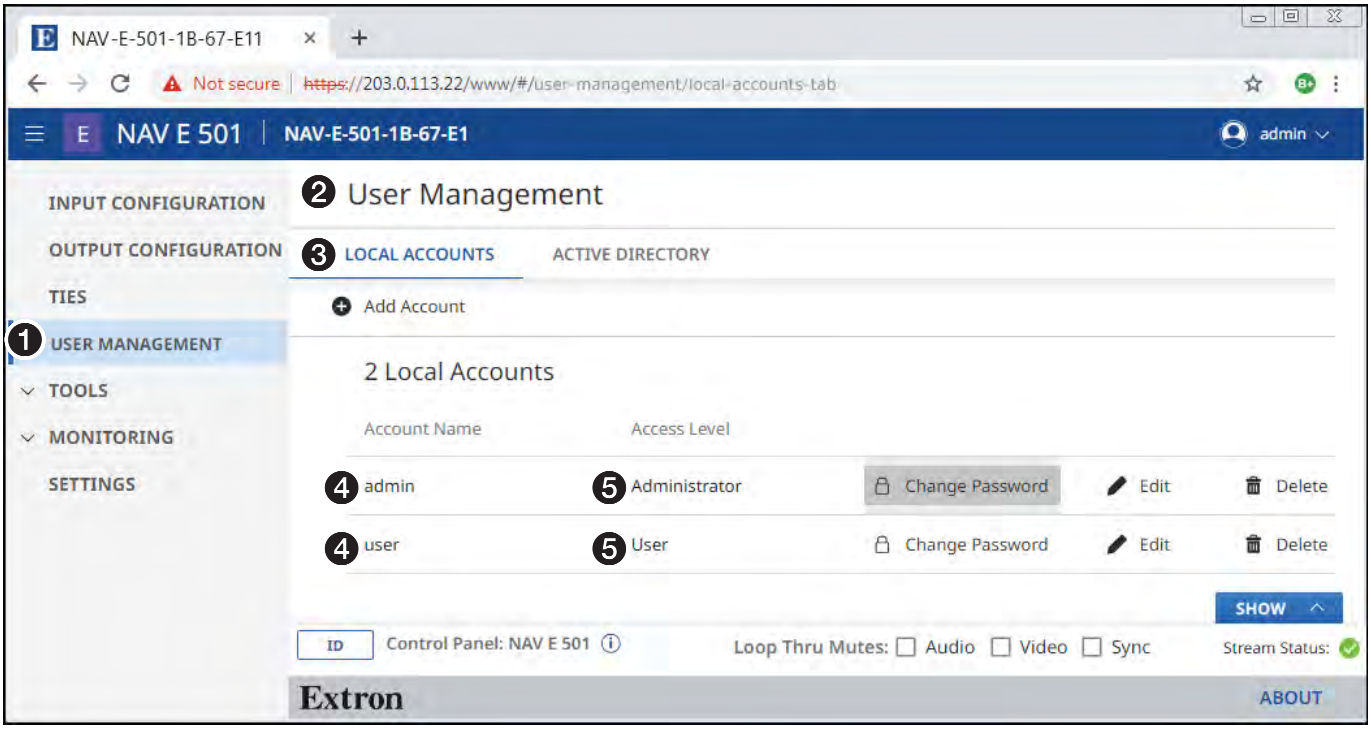

Figure 29. USER MANAGEMENT Page, LOCAL ACCOUNTS Selected
The USER MANAGEMENT page provides tools for managing accounts, access, and passwords and to connect to an Active Directory server to more easily manage personnel access and permissions. Access the USER MANAGEMENT page (see figure 29) by clicking the link on the left side of the browser (❶). The browser displays the USER MANAGEMENT page (❷) with the LOCAL ACCOUNTS tab selected (❸).
The LOCAL ACCOUNTS tab on the User Management page (see figure 29) opens a pane that shows the accounts existing on the encoder by name (❹) and the access level (Superadministrator, Administrator, or User, ❺) on each account. The page also provides tools for adding and deleting local accounts and editing account credentials (see **Creating local accounts**).